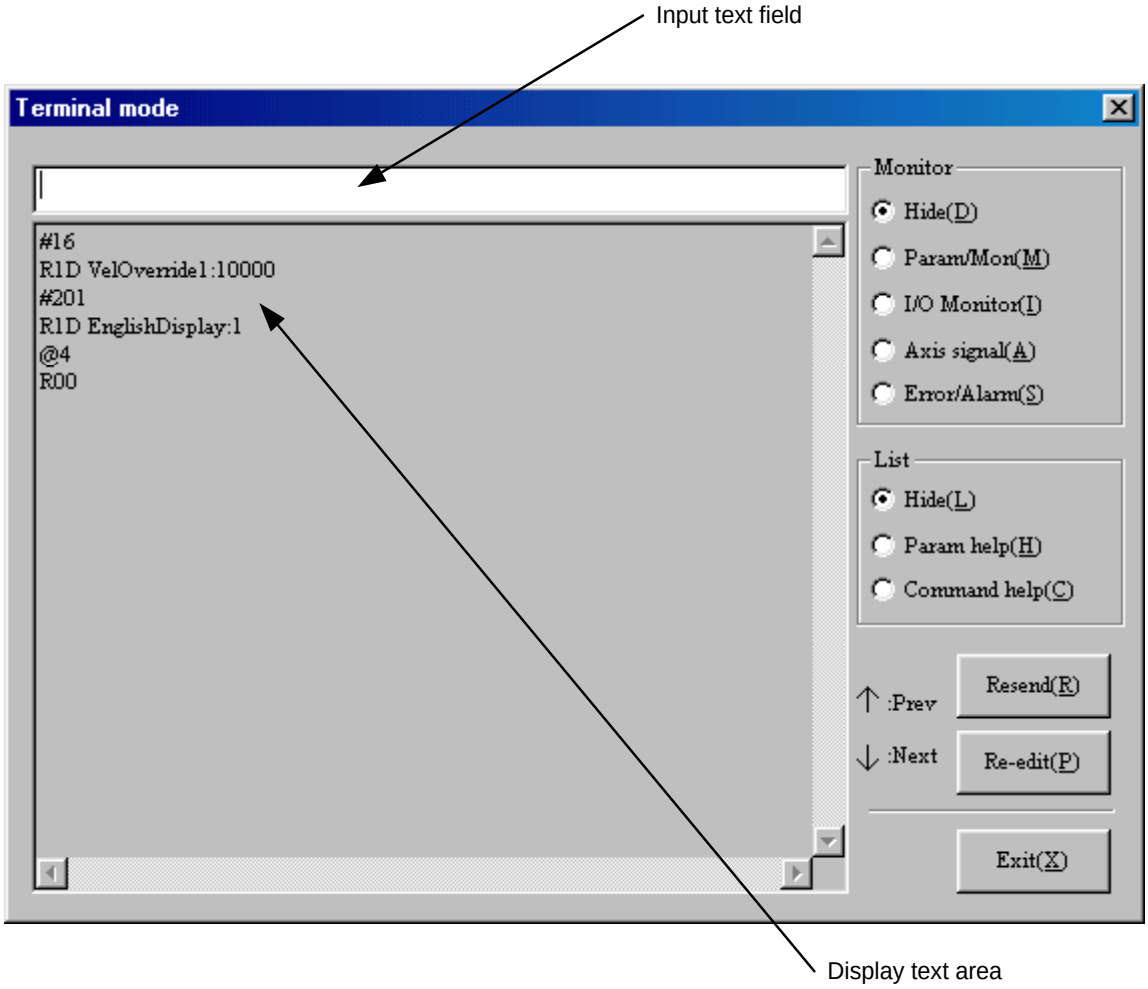

Figure 7.9 "Terminal" dialog box
Click *"Terminal (T)"* under "MainMenu" to display the "Terminal" dialog box (see Figure 7.9).